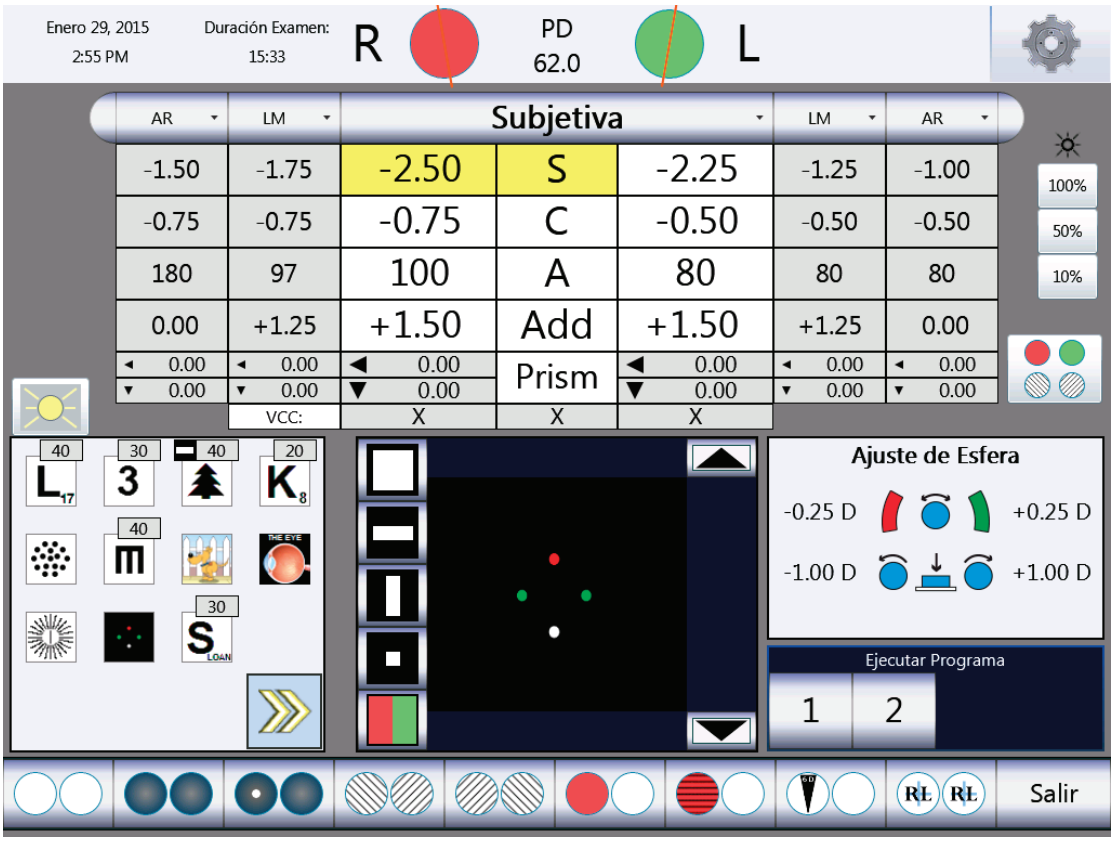

Figura IS-23, Pantalla de lentes auxiliares
2. Presione los **Filtros de lentes** (que se encuentran en la parte inferior de la pantalla) para aplicar los filtros deseados a las aperturas de las lentes. (Mire la Figura IS-23).